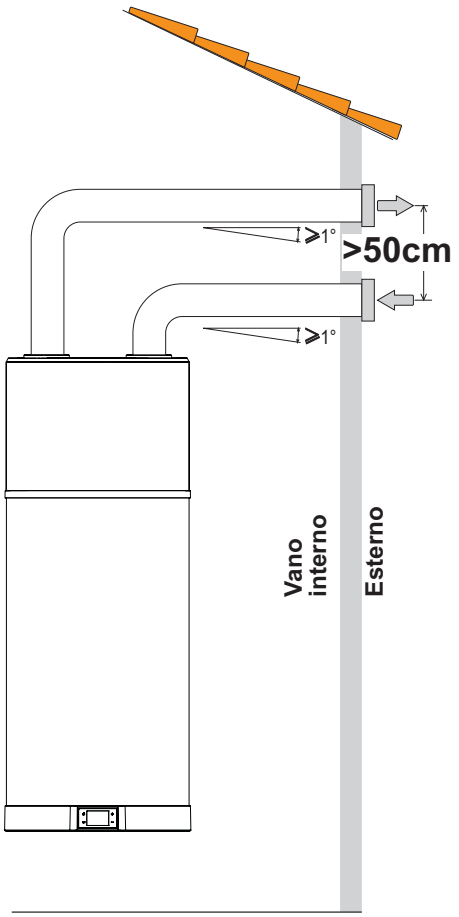

fig. 54 - Exemple de raccordement de l'échappement de l'air
- Réalisez une canalisation d'air spécifique comme indiqué dans le fig. 54.